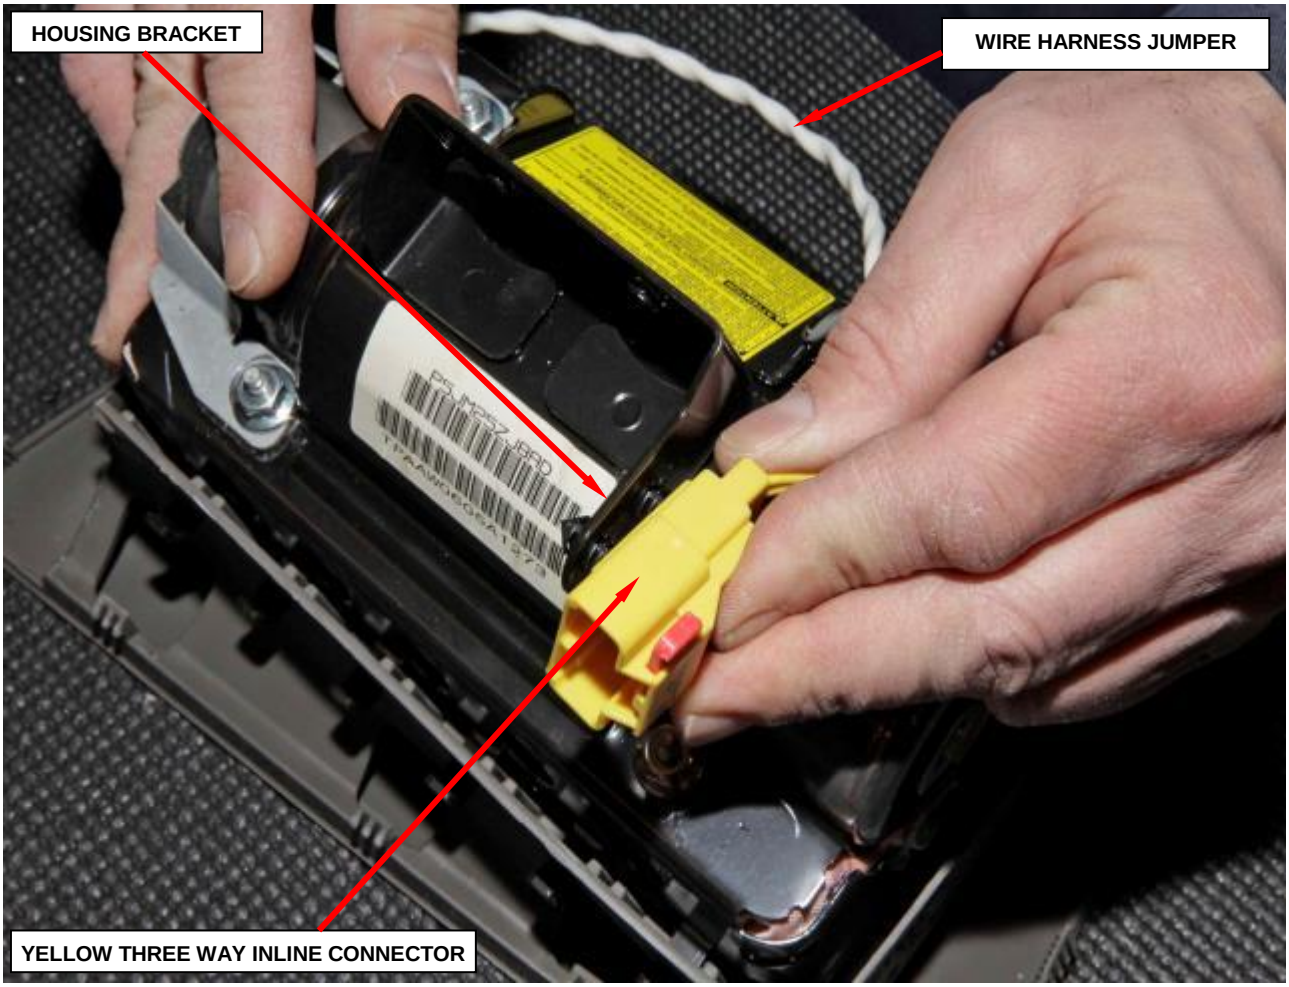

Figure 58 – Inflator Connectors
d. Release the yellow three way inline connector from the housing bracket (Figure 58).
j. Install the yellow three way inline connector to the housing bracket (Figure 58).